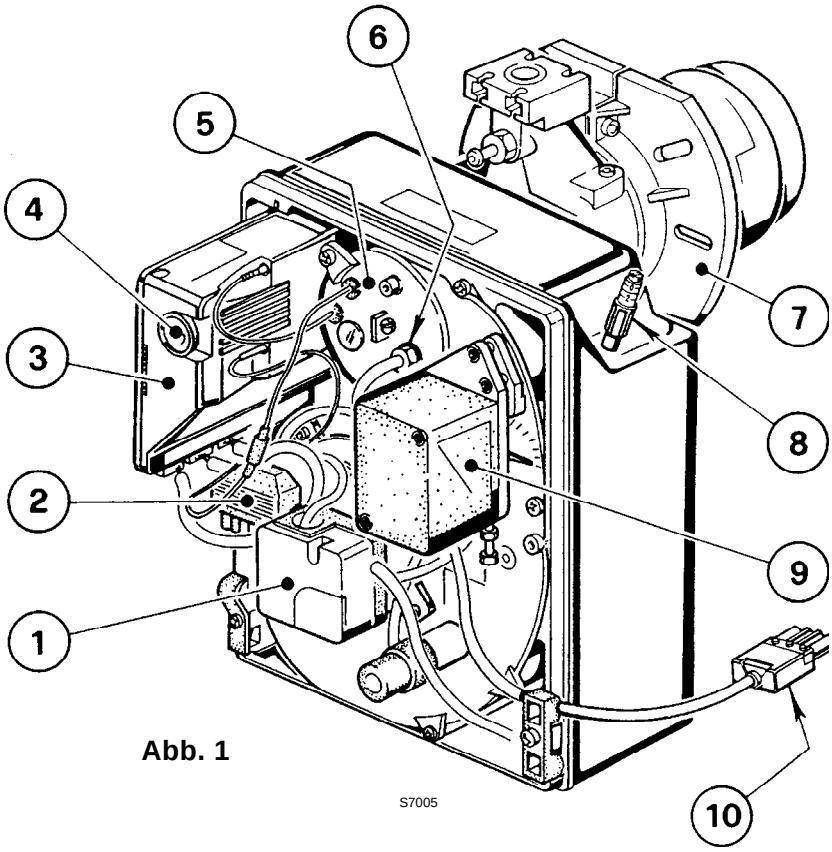

Abb. 1
Un'anomalia, nel funzionamento nella maggior parte dei casi, porta alla accensione della segnalazione all'interno del pulsante di sblocco dell'apparecchiatura di comando e controllo (pos. 4, fig. 1, pag. 1).